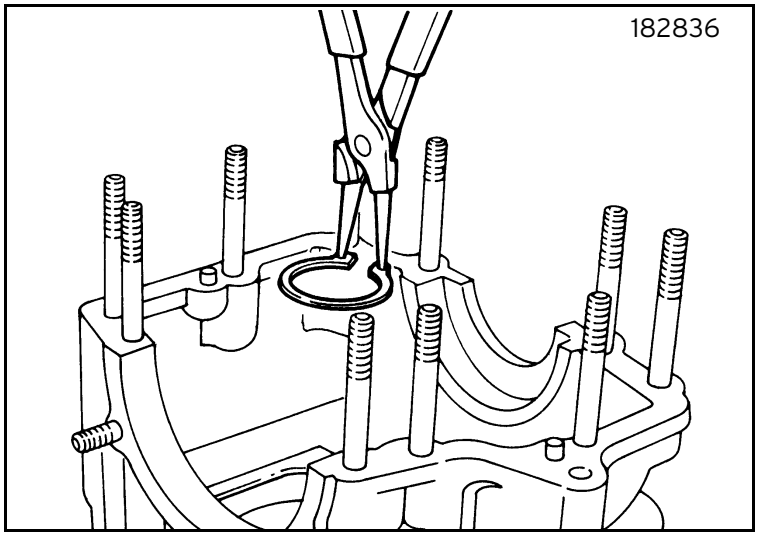

Fig. 36
- Fit the snap ring (figure 36).